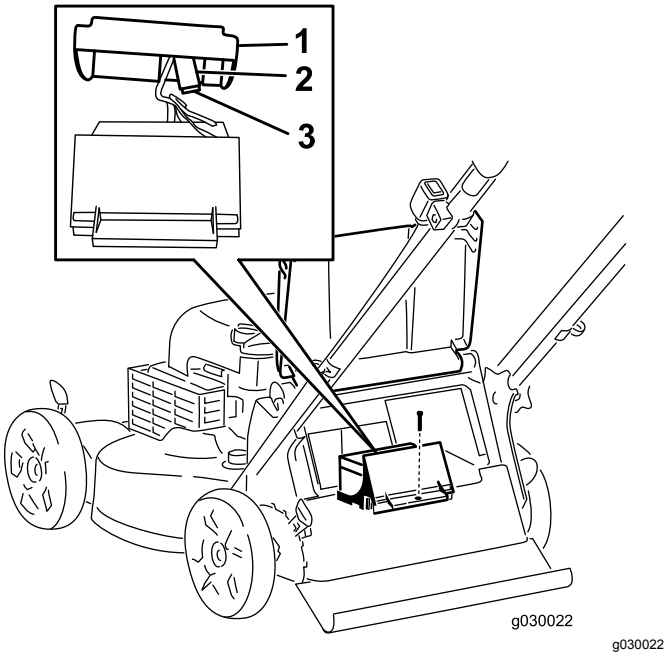

Figura 31
3. Retire el tornillo que sujeta el compartimento de la batería, retire la batería y localice el fusible (Figura 31).
4. Cambie el fusible del portafusibles (Figura 31).